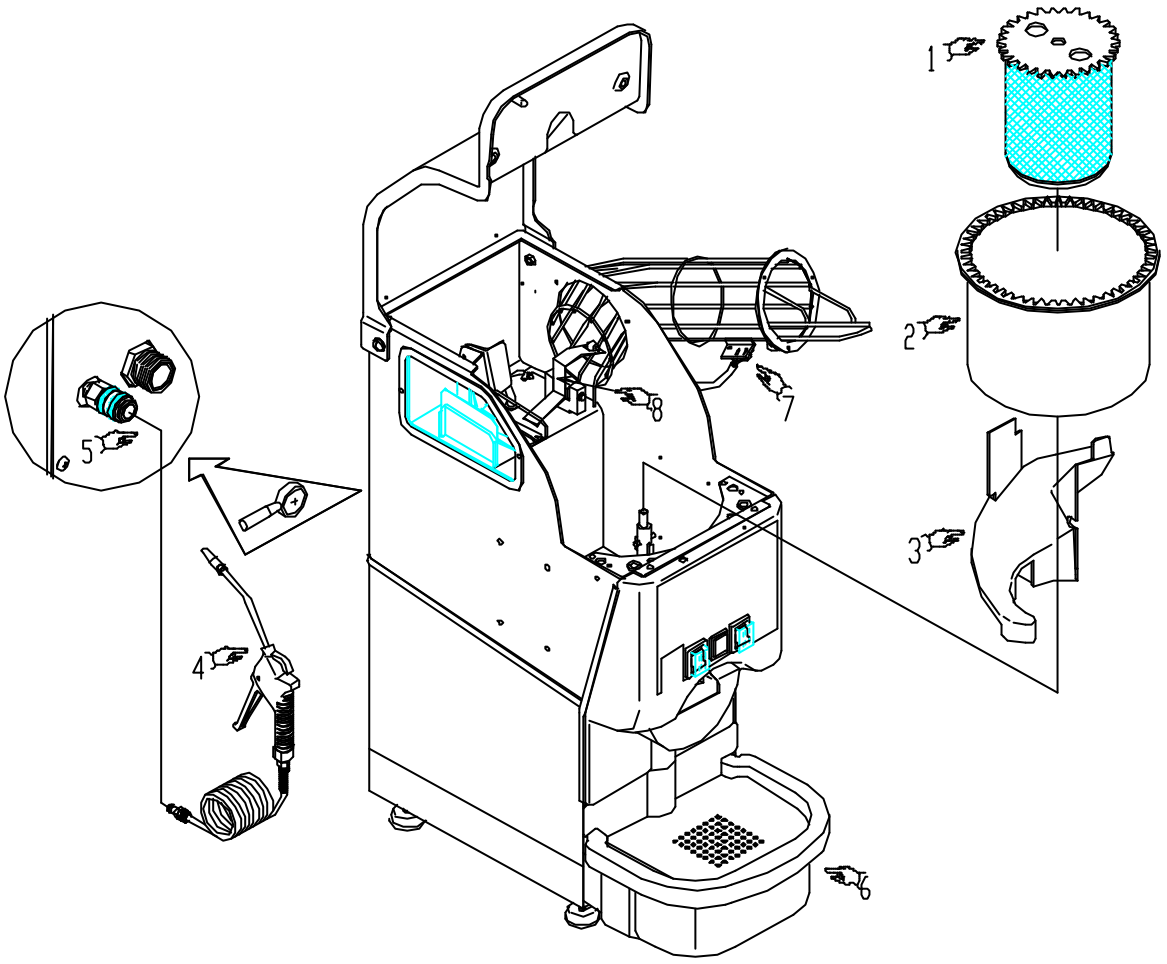

Fig.6.2
- estrarre, con movimento verso l'alto, il cilindro spremitore interno *(Pos.2 Fig.6.2)* afferrandolo mediante i due fori superiori;
- estrarre, con movimento verso l'alto, il cilindro spremitore esterno *(Pos.1 Fig.6.2)*;
- estrarre, con movimento verso l'alto, la scivola di plastica *(Pos.3 Fig.6.2)*;
- collegare la pistola idraulica *(Pos.4 Fig.6.2)* mediante innesto rapido *(Pos.5 Fig.6.2)* e procedere al lavaggio delle parti interne della macchina;
- pulire con acqua il cassetto di scarico *(Pos.6 Fig.6.2)*;
- pulire accuratamente il convogliatore *(Pos.7 Fig.6.2)* ed il cadenzatore *(Pos.8 Fig.6.2)* dalle incrostazioni di cera che rendono ruvida la superficie di scorrimento;